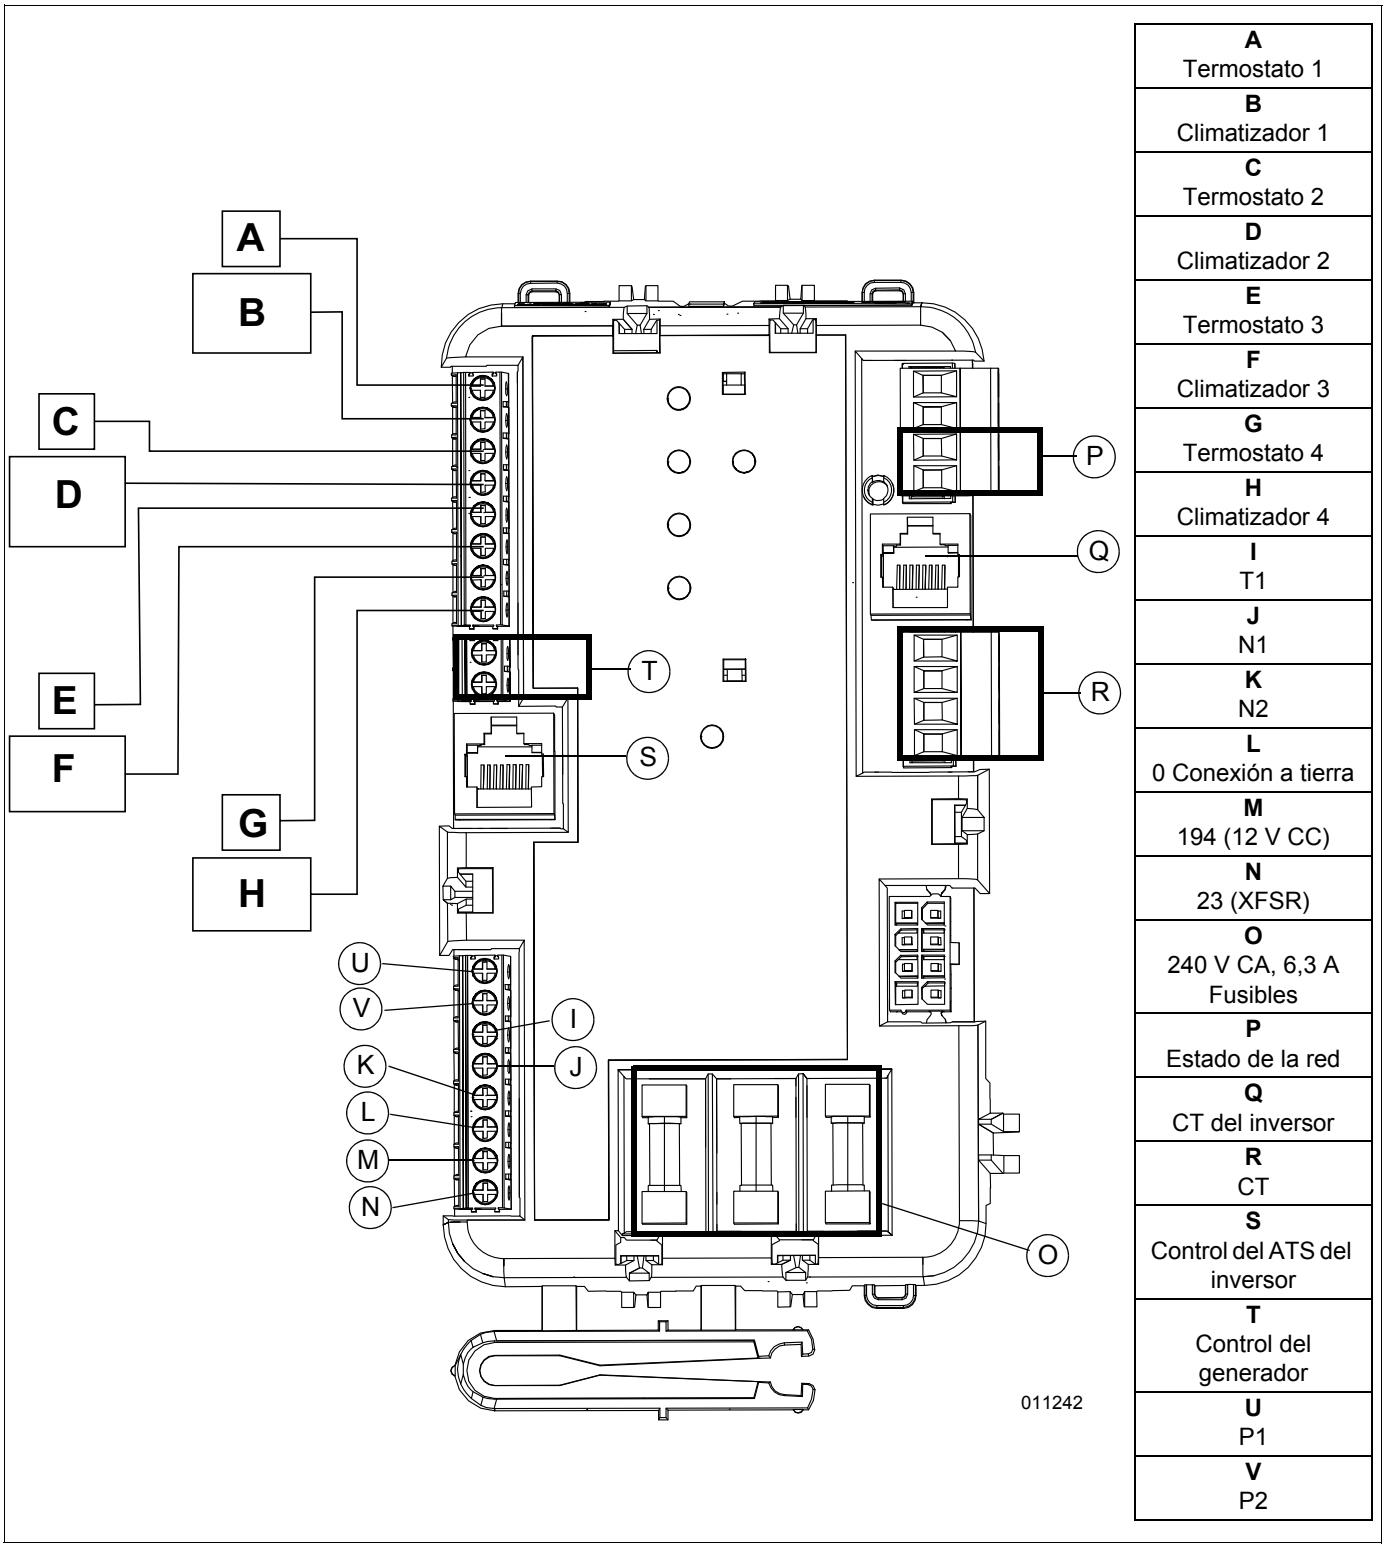
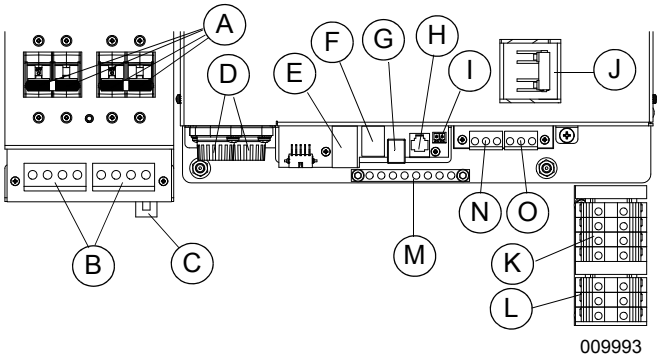
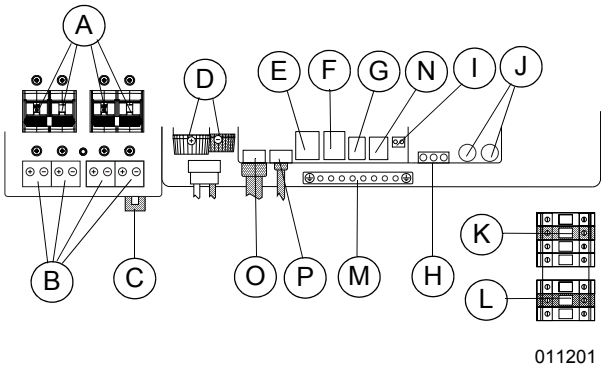

Figura 3-4. Conexiones del controlador
Figura 3-5. Conexiones del inversor para X7602
Figura 3-6. Conexiones del inversor para XVT076A03
para obtener más información sobre los requisitos de instalación. Consulte la ***Figura 3-4***, la ***Figura 3-5*** y la ***Figura 3-6***.
Use un cable Cat 5 para conectar el puerto “CT del inversor” en el controlador con el puerto “CT” en el inversor. Use un cable Cat 5 con aislamiento para 600 V e instálelo lejos de los conductores de suministro de energía eléctrica y del inversor. Consulte la ***Figura 3-4***, la ***Figura 3-5*** y la ***Figura 3-6***.
Consulte la ***Figura 3-4***. El controlador del ATS PWRcell puede controlar un climatizador (24 V CA) directamente.
2. Conecte el hilo a los terminales de la regleta de terminales (A/C 1) en el controlador del ATS PWRcell como se muestra en la ***Figura 3-4***. Estos son contactos normalmente cerrados que se abren en condiciones de desconexión de carga. Enrute el hilo del termostato alejado de los hilos de alto voltaje.